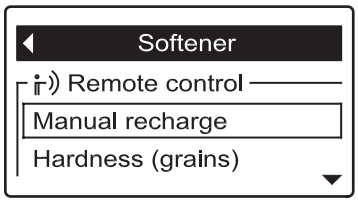

FIG. 94
2. Press the remote's SELECT (○) button to display a menu screen. The header will turn black (See Figure 94).